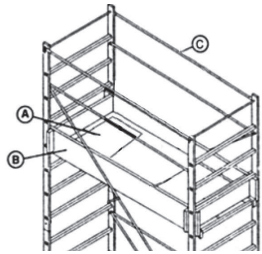

Fig. 1
1. Colocar la plataforma de trabajo (A) en el escalón anterior al antepenúltimo del módulo terminal y revisar de que los ganchos estén bien bloqueados (fig. 1).
3. Ubicar los refuerzos de los parapetos (C, fig. 1) – Ver instrucciones en sección 6.10 *(pág. 38)*.